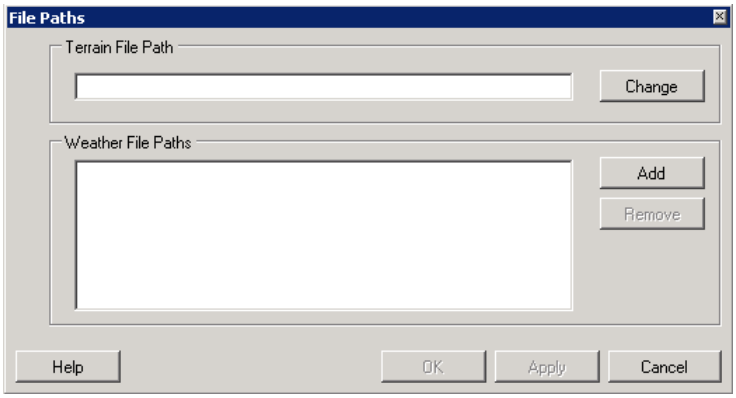

Figure 5-5 File Paths Dialog Box
2. In the *File Paths* dialog box (Figure 5-5) click the *Change* button next to *Terrain File Path* in the top portion of the dialog box.
a. In the *File Paths* dialog box (Figure 5-5) click the *Add* button next to *Weather File Paths*.
a. In the *File Paths* dialog box (Figure 5-5) click the weather file path of interest.